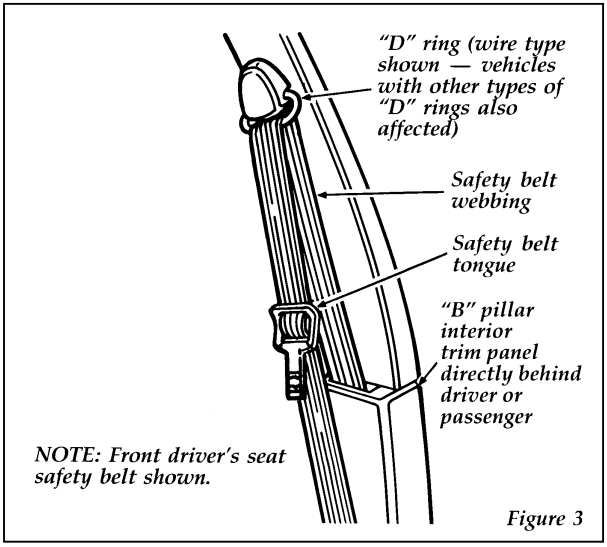

Figure 3
4. When completed, the safety belt should look like Figure 3.
4. Insert the belt tongue into the buckle for that seating position until you hear and feel the latch engage. See Figure 3. Make sure tongue is latched securely to buckle by pulling on tongue.